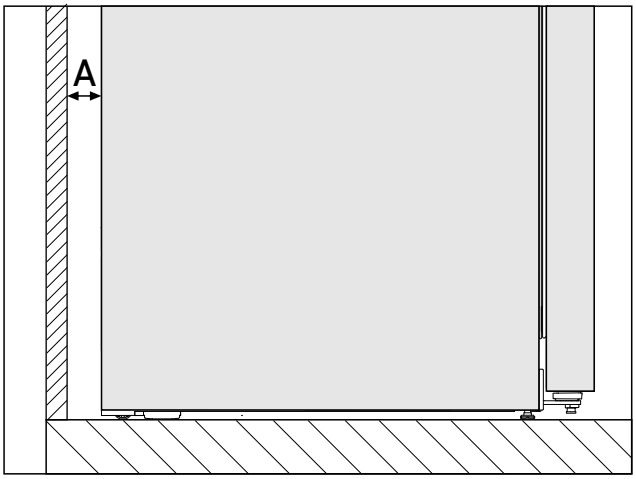

*Fig. 3 **
La consommation d'énergie a été déterminée avec une distance des murs *Fig. 3 (A)* entre l'arrière de l'appareil et le mur. Si la distance des murs est inférieure à *Fig. 3 (A)*, cela n'a aucune incidence sur le fonctionnement de l'appareil. Si la distance des mur est réduite, la consommation d'énergie peut augmenter légèrement et de la condensation peut se former sur la paroi arrière de l'appareil.*